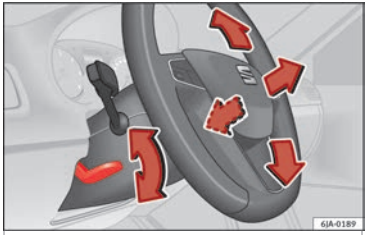

Fig. 3 Adjustable steering wheel: lever beneath steering column/safe distance from steering wheel.
– Pull down the lever located below the steering wheel ››› Fig. 3 A.